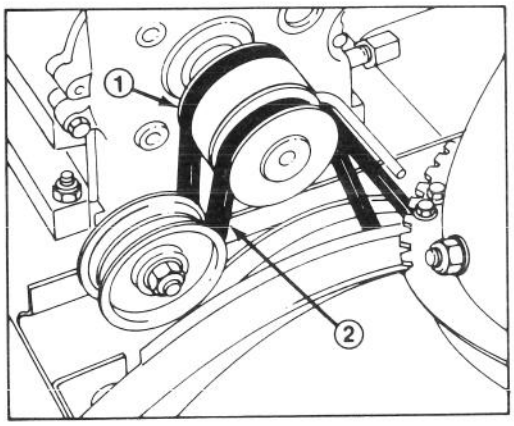

Abbildung 24
Ist der Antriebsriemen (Abb. 24) abgenutzt, verzogen, verölt oder anderweitig defekt, muß er erneuert werden.
4. Den neuen Keilriemen auf die große Räumwerk/Gebläse-Riemenscheibe (Abb. 24) legen und so über die Motorriemenscheibe ziehen, daß er innerhalb der Spannrolle und Riemenführung zu liegen kommt (Abb. 24).
5. Die Schneefräse wieder gerade stellen und den Fahrantriebsriemen von der Motorriemenscheibe und von der großen Fahrantriebsriemenscheibe abnehmen (Abb. 24).
6. Den neuen Keilriemen auf die große Fahrantriebsriemenscheibe legen (Abb. 24). Dann so über die Motorriemenscheibe ziehen, daß er innerhalb der Spannrolle und Riemenführung zu liegen kommt (Abb. 24).